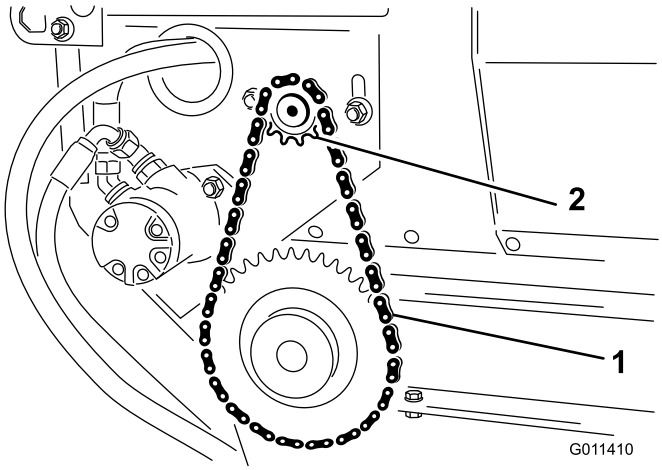

Figur 25
2. Lossa bultarna och muttrarna som fäster motorn och drevet vid huvudramen (Figur 25).